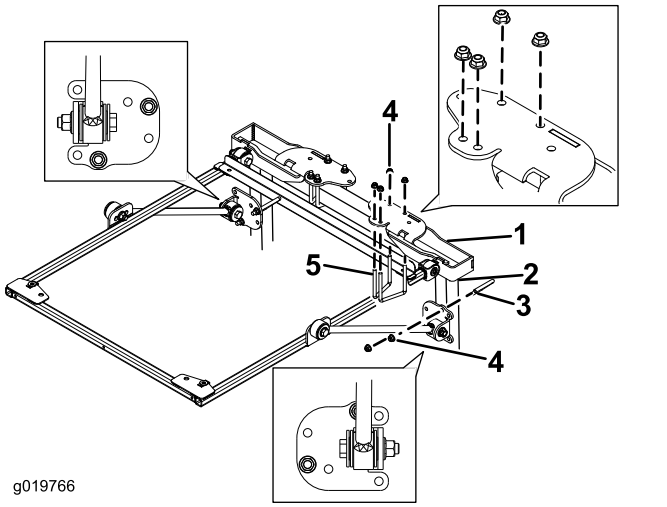

Figura 22
9. Posicione os suportes de montagem do ROPS na parte superior da barra de segurança da unidade de tração (Figura 22). Certifique-se de
10. Utilizando os furos de montagem mostrados na Figura 22, monte cada suporte na parte superior da barra de segurança com 2 cavilhas em U (2¾ pol.) e 4 porcas flangeadas.
11. Utilizando os furos de montagem mostrados na Figura 22, monte sem apertar completamente cada um dos suportes de cinta às colunas da barra de segurança com uma cavilha em U (4 pol.) e duas porcas flangeadas.